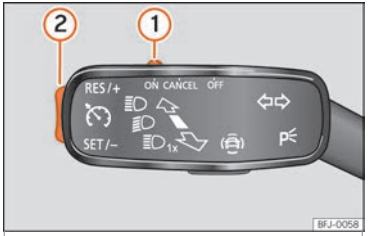

Fig. 150 On the turn signal lever: controls for operating the GRA.
- Move the control ››› Fig. 150 ① to **ON**.
- Press button ››› Fig. 150 ② in area **SET/–**.
- Move the control ››› Fig. 150 ① to **CANCEL** or step on the brake.
- Press button ››› Fig. 150 ② in area **RES/+**.
While the GRA is set, the stored speed can be adjusted with button ››› Fig. 150 ②:
- To increase in increments of 1 km/h (1 mph) briefly press button ››› Fig. 150 ② in the area **RES/+**.
- To increase the speed without interruption, keep button ››› Fig. 150 ② pressed down in the area **RES/+**.
- To reduce in increments of 1 km/h (1 mph) briefly press button ››› Fig. 150 ② in the area **SET/–**.
- To reduce the speed without interruption, keep button ››› Fig. 150 ② pressed down in the area **SET/–**.
- Move control ››› Fig. 150 ① to **OFF**.